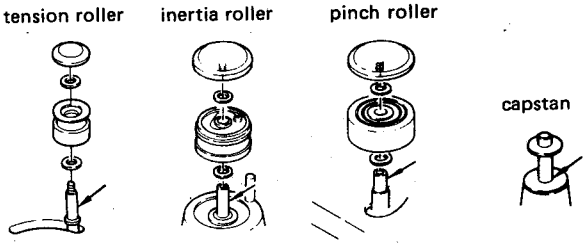

Fig. 2-19
2. テンション・ローラ,ガイド・ローラ,ピンチ・ローラには数滴, キャプスタンには一滴, それぞれ図2-19に矢印で示す個所に注油する.